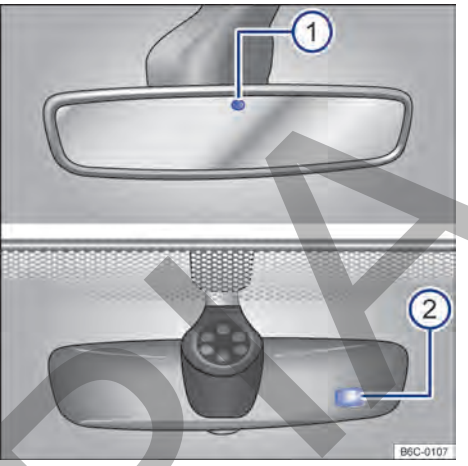

Fig. 75 En el parabrisas: espejo retrovisor interior antideslumbrante automático.
Con la ignición conectada, los sensores miden la incidencia de la luz por atrás → fig. 75 ① y por adelante ②.